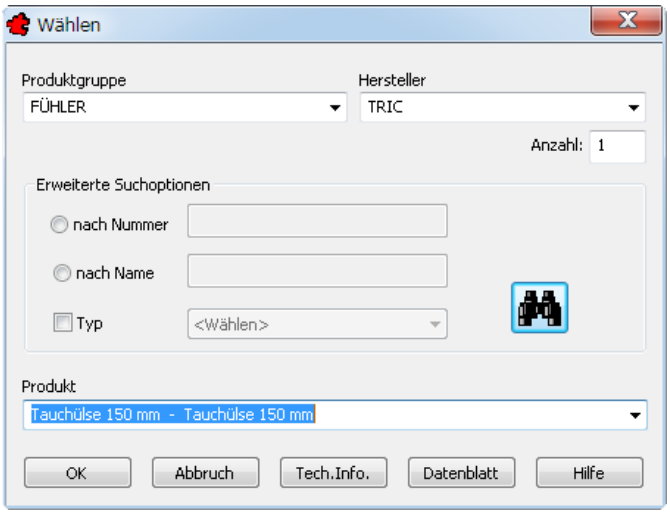

Bild 36.16 – Baugruppe, Wahl der zweiten Komponente
- Damit kehren Sie in die Dialogbox *Bearbeiten* zurück, der Eintrag ist im Listenfeld aufgeführt. Klicken Sie nochmals auf *Neu*. Wählen Sie diesmal die *Tauchhülse 150* aus und bestätigen Sie auch hier (Abb. 36.16).